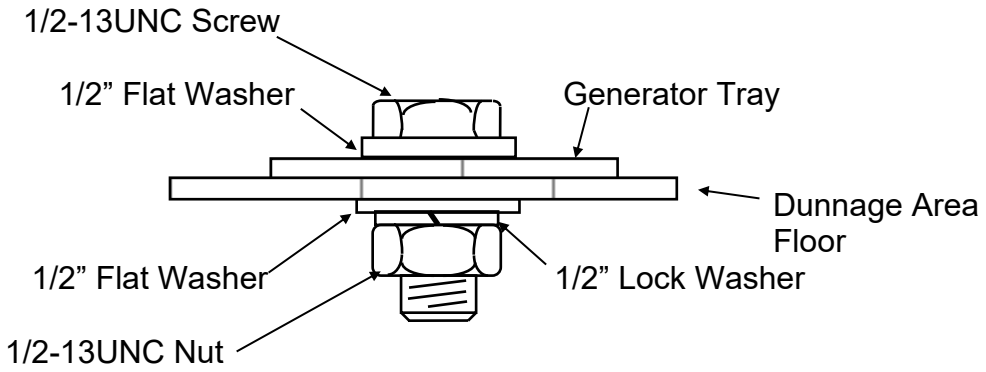

Figure 8
4. Mount the hydraulic generator tray securely to vehicle. Secure the generator to the floor of the enclosure using mounting hardware (not included), as shown (reference Figure 8). Using a nylon lock nut, thread locking compound, or lock washer is preferred.